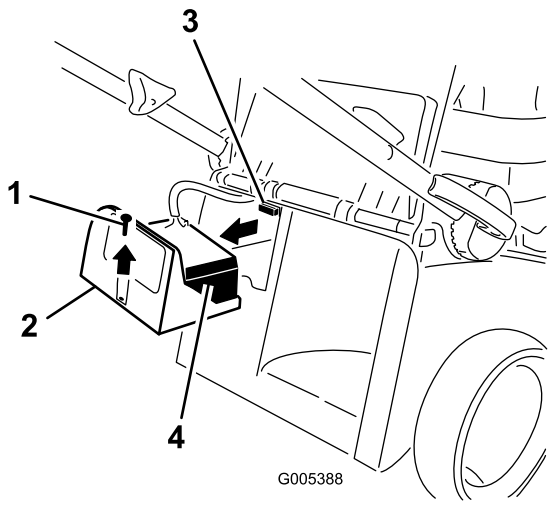

Figura 8
1. Rimuovete il coperchio della batteria e la batteria stessa, e individuate il portafusibili (Figura 8).